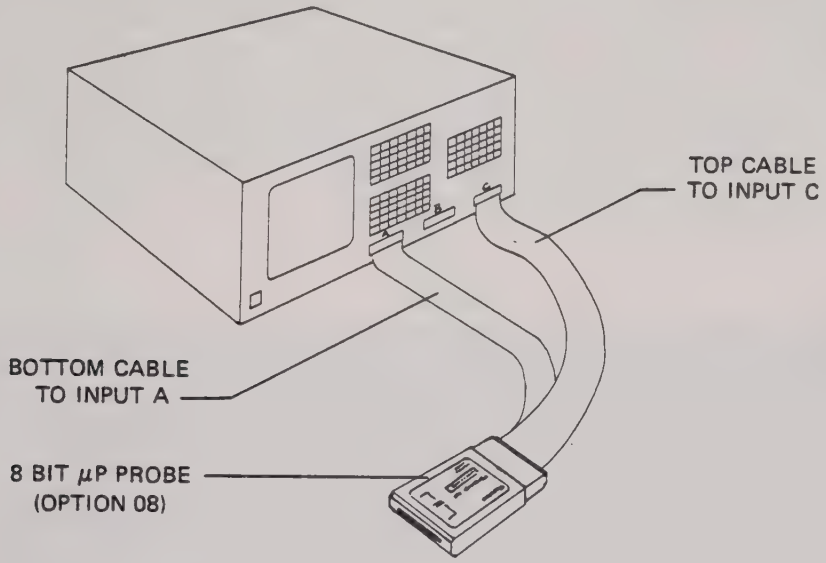

Figure 9.13 - Front Panel Installation of the 8-Bit Microprocessor Probe
9.8.2.1 Figure 9.13 shows the correct arrangement for plugging the Option Z80 microprocessor probe into front-panel Inputs A and C of the analyzer.